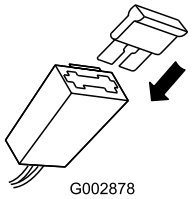

**Figur 39**
2. Byt säkringen i hållaren (Figur 39).